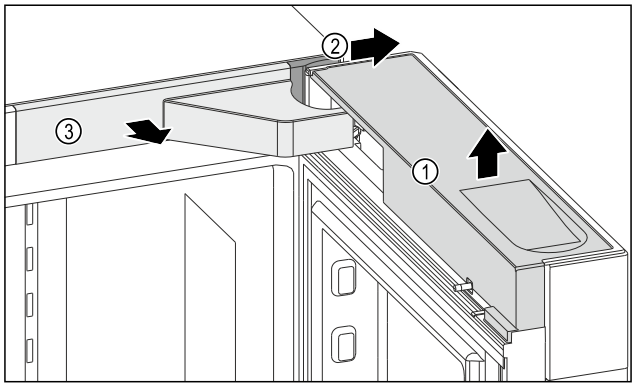

Fig. 6
▶ Sejměte kryt *Fig. 6 (1)*.
▶ Sejměte kryt *Fig. 6 (2)*.
▶ Sejměte kryt *Fig. 6 (3)*.